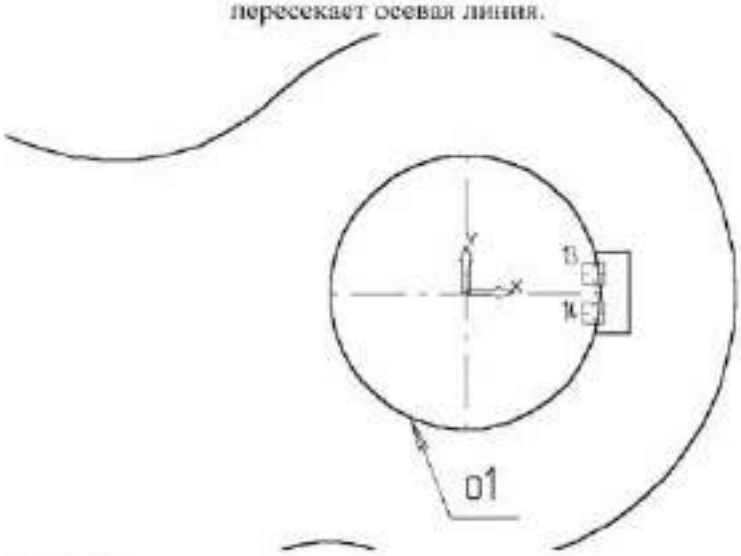

Рис. 128
27. Удалите вспомогательные построения. Затем с помощью команды ***Усечь кривую*** удалите лишний участок окружности o1 (мишени 13 и 14 на Рис.128).